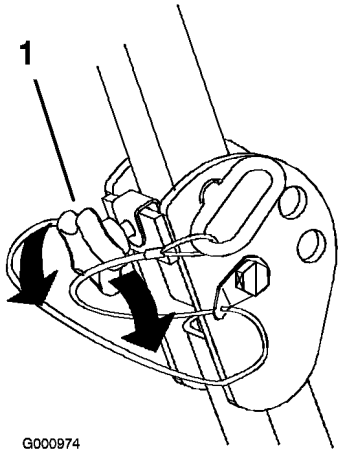

Figur 8
1. Løsn de forreste skruer for at sænke styrtbøjlen (Figur 8).
Vigtigt: Stram de forreste skruer godt fast på de midterste styrtbøjleender (Figur 8).